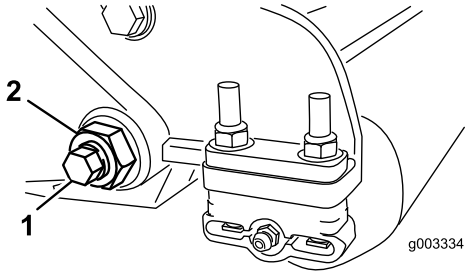
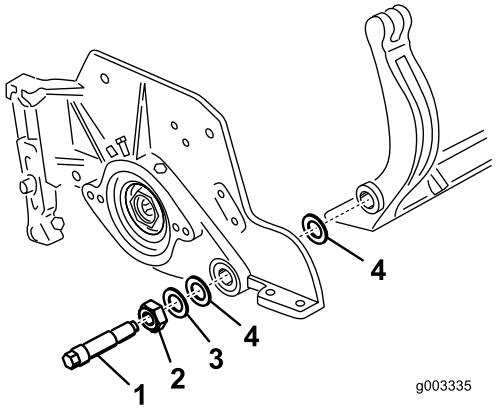

Figure 27
Figure 28
3. On each side of the machine, loosen the lock nut securing the bedbar bolt (Figure 27).
4. Remove each bedbar bolt allowing bedbar to be pulled downward and removed from machine bolt (Figure 27). Account for 2 nylon and 1 stamped steel washers on each end of bedbar (Figure 28).
2. Secure bedbar to each side plate with bedbar bolts (nuts on bolts) and 6 washers. A nylon washer is to be positioned on each side of side plate boss. Place a steel washer outside each of the nylon washers (Figure 28). Torque bedbar bolts to 27-33 ft.-lb (37-45 N-m). Tighten locknuts until the outside steel washer stops rotating and end play is removed but do not overtighten or deflect side plates. Washers on inside may have a gap.